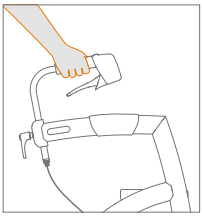

Abbildung 19: Fahren.
a. Halten Sie die Finger beim Gehen locker um die Handgriffe **(Abbildung 19)**. Sie können sie zusätzlich um die Handbremsen halten, mit dem Daumen auf der Innenseite des Handgriffs.